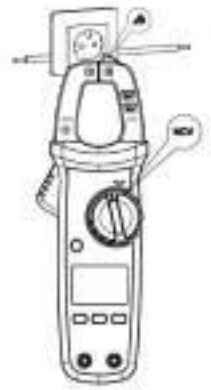

Fig 6a
9.5 NCV AC detectare câmp electric fără contact (Fig 6a)